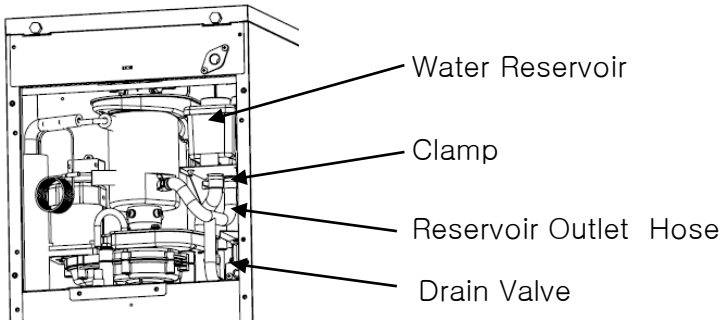

Fig. 8
11) Remove the screws securing the upper rear panel, then remove it. See Fig. 8.